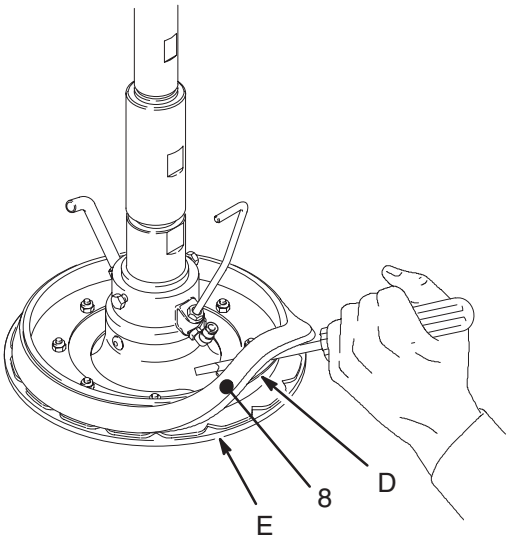
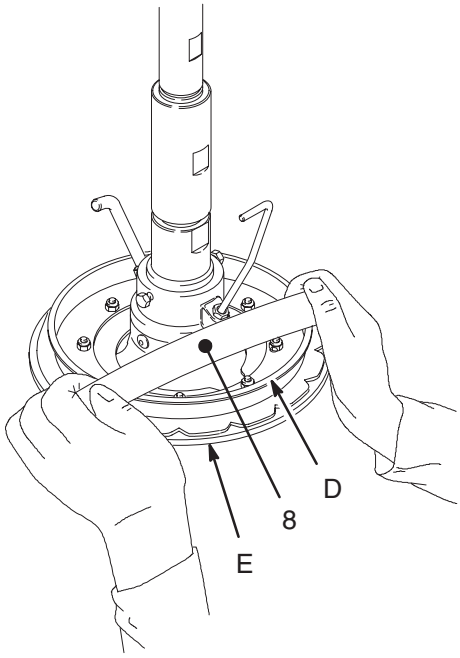
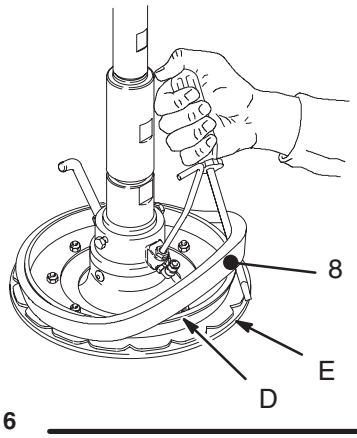

Fig. 14
Fig. 15
Fig. 16
a. ***Para utilizar el plato seguidor con latas de paredes rectas, es necesario invertir*** el espaciador grande (8). *Trabajando desde la parte inferior,* utilice un destornillador para aflojar el espaciador. Mueva éste hacia arriba hasta que sobrepase completamente la brida (D) del plato seguidor. Vea la Fig. 14. A continuación, con la mano, incline el espaciador y sáquelo del plato, tirando de él hacia abajo hasta pasarlo sobre la brida y los seguidores inferiores (E). Vea la Fig. 15. Dé la vuelta al espaciador de forma que el diámetro grande quede dirigido **hacia arriba.** Mueva a mano el espaciador hacia arriba, pasándolo sobre el plato espaciador, de forma que sobrepase completamente la brida (D) del plato seguidor. *Trabajando desde la parte superior,* utilice un destornillador para colocar el espaciador entre la brida (D) y los seguidores (E). Vea la Fig. 16.
b. ***Para utilizar el plato seguidor con latas de paredes no rectas,*** es necesario desmontar el espaciador grande (8). *Trabajando desde la parte inferior,* utilice un destornillador para aflojar el espaciador. Mueva éste hacia arriba hasta que sobrepase completamente la brida (D) del plato seguidor. Vea la Fig. 14. A continuación, con la mano, incline el espaciador y sáquelo del plato, tirando de él hacia abajo hasta pasarlo sobre la brida y los seguidores inferiores (E). Vea la Fig. 15. Guarde el espaciador, pues será necesario en otras aplicaciones.
⚠1 Para utilizar el plato modelo 222909 con una lata de paredes no rectas, es necesario retirar el espaciador (8). Vea la página 12, y las Figs. 14–16.